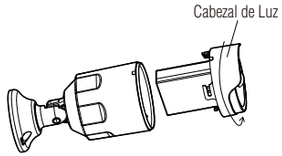

Figura 2
1. Gire hacia la izquierda hasta que el cabezal de la luz se separe de la luz. (Figura 2)